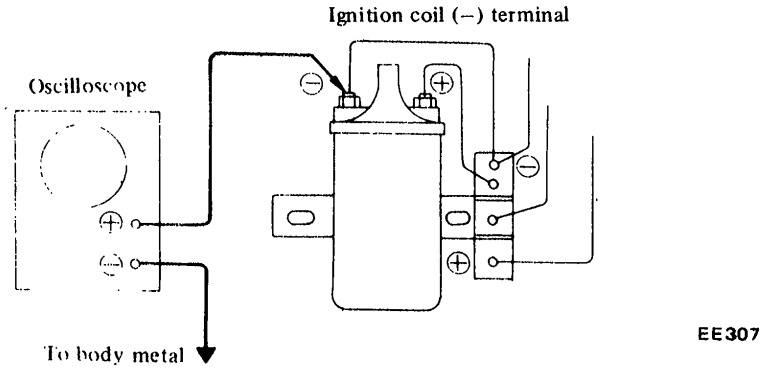
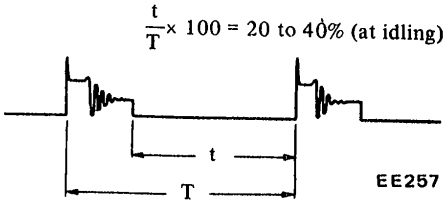

Fig. EE-70 Checking operation of transistor ignition unit
Fig. EE-72 Wave form of duty pulse
5. Connect oscilloscope as shown in Figure EE-70, rotate the starter motor and observe the wave form on the oscilloscope.
2. While the engine is idling, observe the wave form on the oscilloscope in the same way as stated in item 5-1, Figure EE-70. Determine the ratio t/T as shown in Figure EE-72.
1. Connect a circuit tester as shown in Figure EE-70 or EE-73; positive terminal of tester is connected to "L" color wire and negative terminal of tester is grounded.
1. When using an oscilloscope instead of a tester, arrange the connection in the same way as shown in Figure EE-70 or Figure EE-73. Turn on ignition switch.